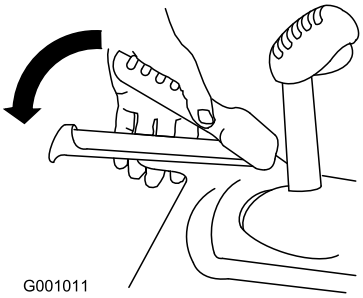

Figuur 20
3. Druk de linkerhendel (tractie) in naar de handgreep (Figuur 20).
6. Druk de linkerhendel (tractie) in naar de handgreep (Figuur 20).